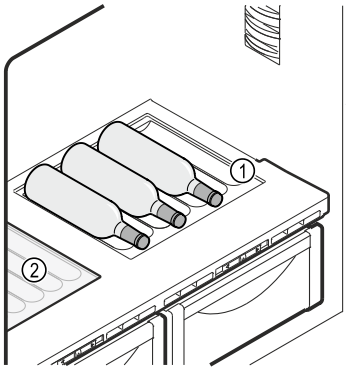

Fig. 57 Représentation à titre d'exemple
- ▶ Insérer la plaque de verre *Fig. 57 (2)* sous le compartiment à bouteilles amovible.